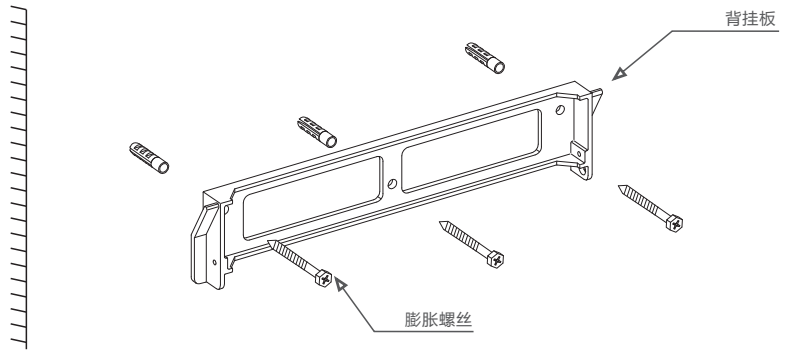
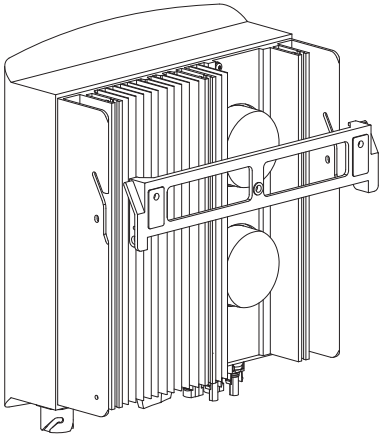

图4.4 背挂板安装
图4.5 逆变器安装
参考图 4.4 以及图 4.5 来安装逆变器。逆变器必须垂直安装。安装步骤如下:
2.确保支架是水平的，安装孔（如图4.4）是正确标记的。通过标记处钻入墙。
4. 将逆变器抬起，使得逆变器背部安装支架中的开孔，对准背挂板上部的凸起，然后缓慢将逆变器固定到安装板上，直到逆变器牢固安装后，操作人员才可松开设备（如图4.5）。